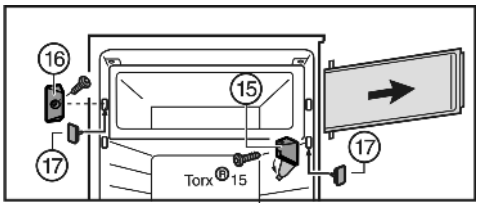

Fig. 7
▶ Abdeckung am Lagerbock *Fig. 7 (15)* wegklappen.
▶ Lagerbock *Fig. 7 (15)* mit der Fachtür abschrauben.
▶ Verschlussstück *Fig. 7 (16)* abschrauben.
▶ Die freigewordenen Löcher mit beiliegenden Stopfen *Fig. 7 (17)* verschließen.